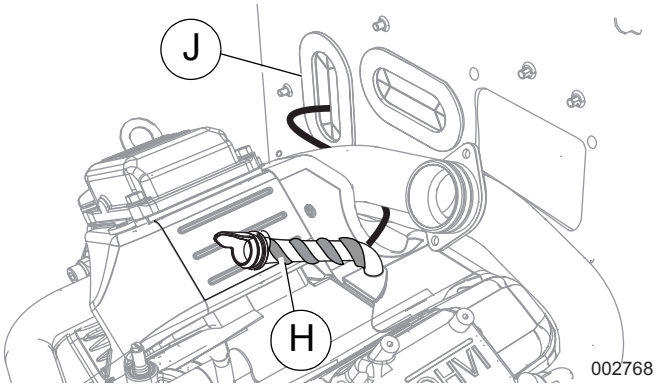

Figure 10. Enrobage du tuyau du reniflard (modèles de 11 à 22 kW)
5. Voir la *Figure 10*. Enroulez le chauffre-reniflard (H) autour du tuyau du reniflard, uniformément espacé comme illustré, avec les fils de raccordement qui se trouvent au bas. Enrobez le chauffe-reniflard et le tuyau d'un ruban de caoutchouc silicone (fourni) pour fixer le tout.